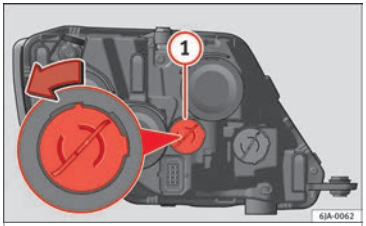

Fig. 94 Changing daytime driving light bulbs.
– Turn the bulb holder ››› Fig. 94 ① anti-clockwise and remove it.